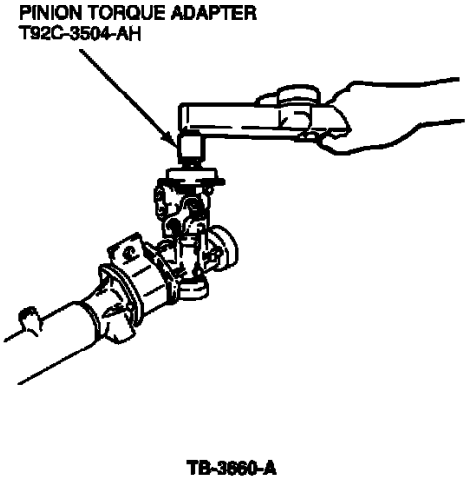

Figure 1
3. Measure the rack yoke preload using Pinion Torque Adapter T92C-3504-AH. The correct torque at the neutral position +/- 90~ should be 1.0-1.4 N-m (9-12 lb.in.). At any other position, the torque should be 1.6 N-m (15 lb.in.), Figure 1.